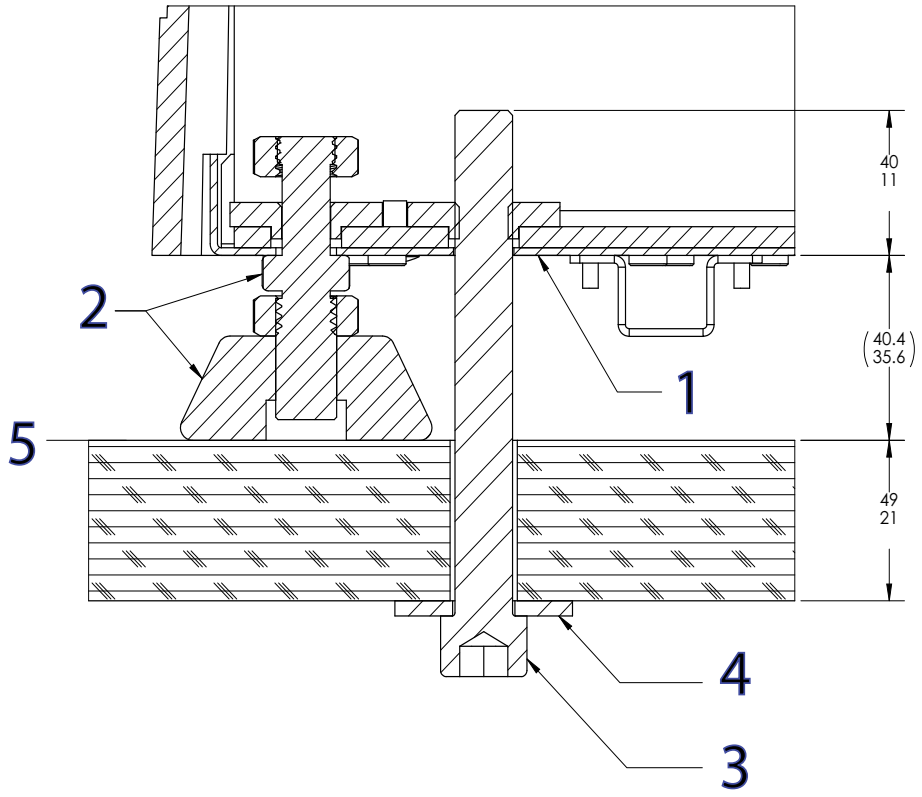

图 15. 将机架固定到工作台
图标图 15
3. 如第 63 页图 15 所示，安装各个螺栓和超大垫圈。